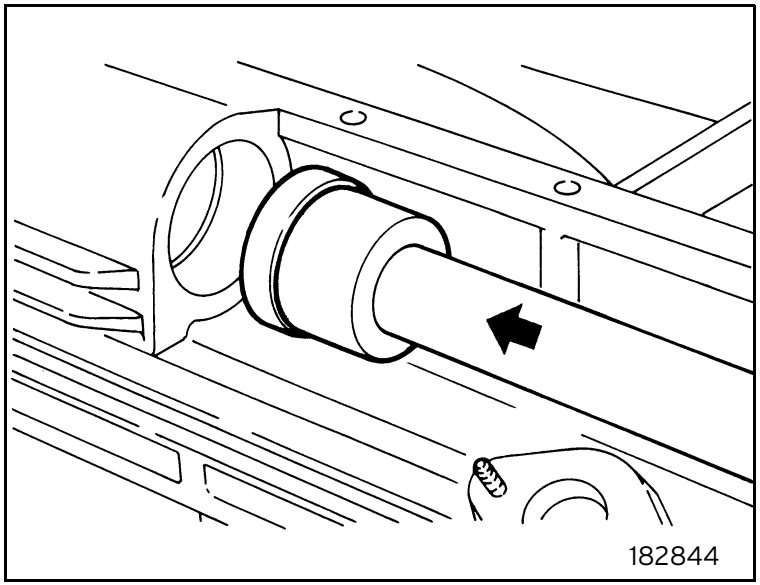

Fig. 44
- Use a suitable block to fit the drive input shaft rear bearing (figure 44).